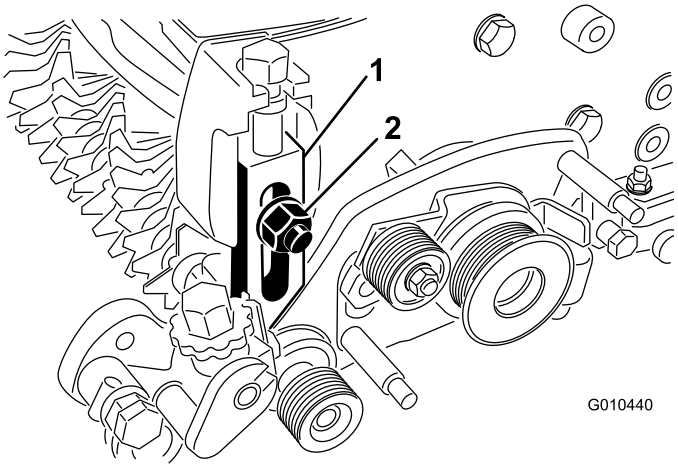

Рисунок 32
5. Снимите каретный болт, гайку и шайбу, которые крепят узел рычага высоты скашивания к боковой плите (Рисунок 32).